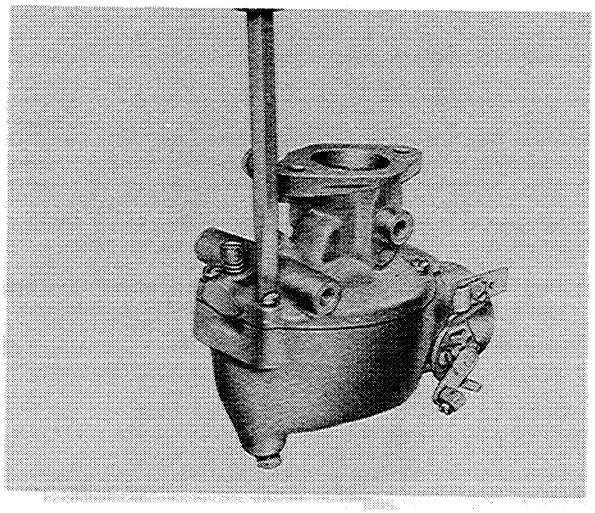

Figure N-49
16. After the main adjustment needle has been installed the four bowl screws should be tightened, being careful to center the gasket as this is being done, Figure N-49.